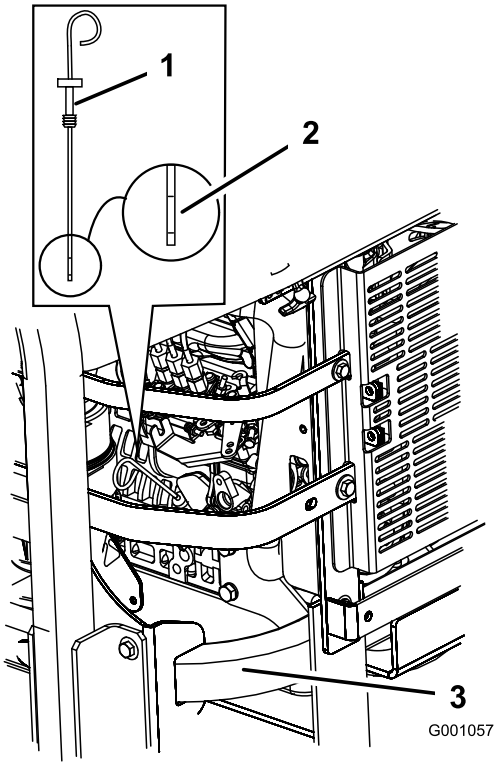

**Figur 40**
3. Rengør området omkring målepinden (Figur 40), så der ikke trænger snavs ned i hullet til målepinden, der kan beskadige motoren.
4. Træk målepinden ud, og aftør pindens metalende (Figur 40).
5. Før målepinden helt ind i påfyldningsrøret. Træk målepinden ud, og kig på pindens metalende (Figur 40). Hvis oliestanden er lav, skal der kun langsomt påfyldes så meget olie i påfyldningshullet, at oliestanden stiger til full-mærket.